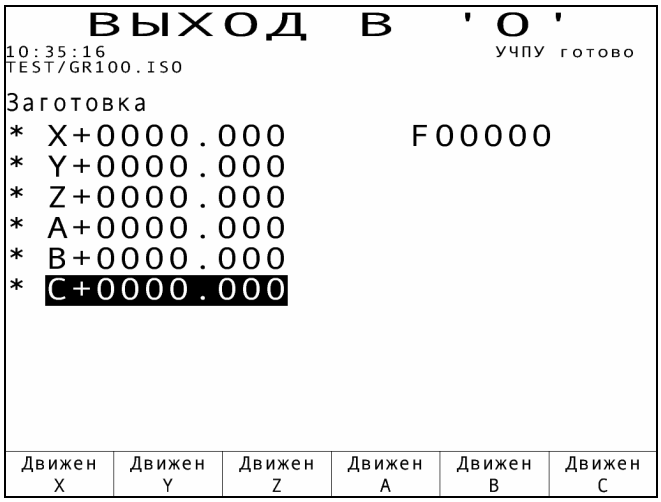

Рис. 9.1
9.1. Режим "Выход в "0" предназначен для вывода рабочих органов станка в исходное положение (рис. 9.1). Переход в режим осуществляется при нажатии клавиши F3 ("Выход в "0") в меню режимов.